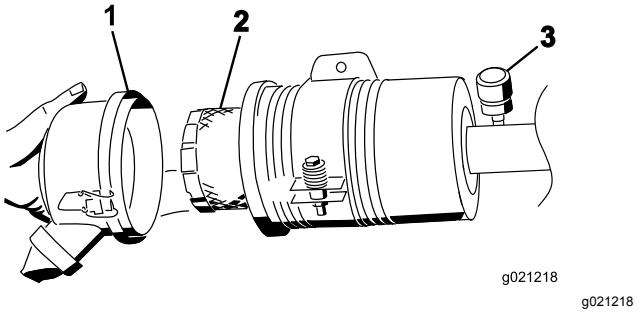

Figur 71
4. Ta ut og skift ut filteret (Figur 71).